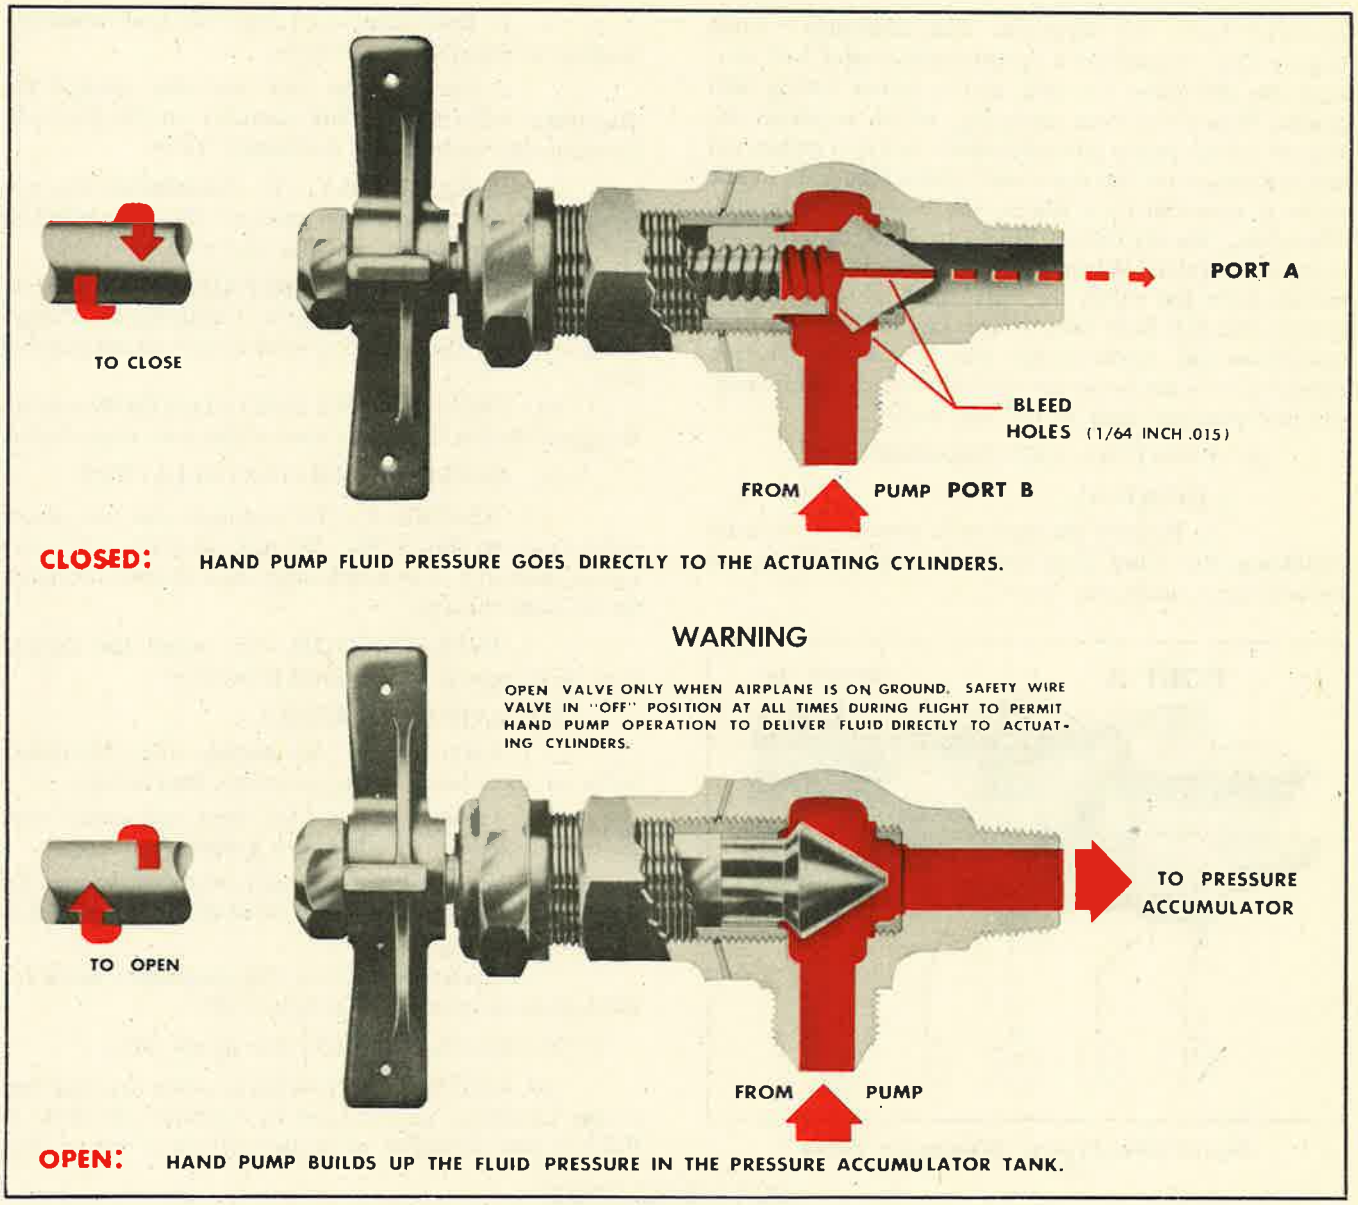

Figure 383—Hand Pump to Pressure Accumulator Shut-Off Valve
(See figure 383.)
2. DISASSEMBLY.—To disassemble the valve refer to figure 383.
(d) TESTS BEFORE INSTALLATION.—Refer to figure 383 for fluid leak tests of the valve.
1. ASSEMBLY.—Be sure all parts are clean. To assemble the valve, refer to figure 383.
4. When repair of the valve has been completed, assemble and test for fluid leaks as specified in figure 383.
(11) DISCONNECT VALVES.